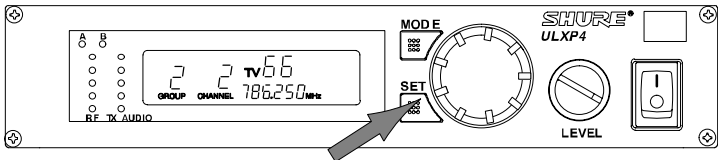

FIGURA 40
4. Per sintonizzare il ricevitore sul nuovo gruppo, premete il pulsante SET. Il primo canale disponibile del gruppo viene automaticamente analizzato e salvato in background. Quindi il display ritorna alla modalità predefinita, come illustrato in Figura 40. Se non volete accettare il gruppo di frequenze consigliato dal ricevitore, girate verso destra la manopola di regolazione per fare scorrere l'elenco di gruppi analizzati.